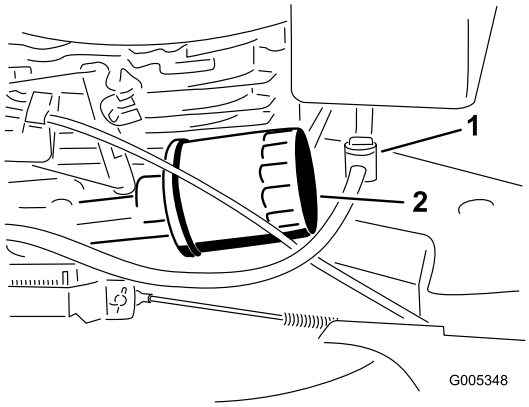

Figuur 27
5. Leg een doek onder het oliefilter om olie op te vangen die weglekt als u het filter verwijdert (Figuur 27).
3. Sluit de brandstofklep (Figuur 27).